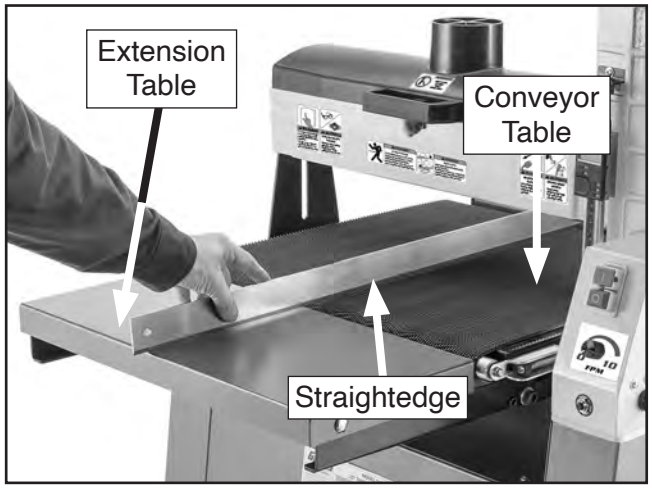

Figure 26. Checking extension table alignment.
26. Use straightedge to check extension table alignment with conveyor table (see **Figure 26**).